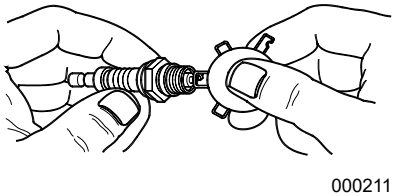

Figure 4-4. Bougie
3. À l'aide d'une jauge d'épaisseurs à fil, vérifiez l'écartement des bougies d'allumage, réajustez-le à une valeur de 0,028 - 0,031 po (0,70 - 0,80 mm). Voir ***Figure 4-4***.